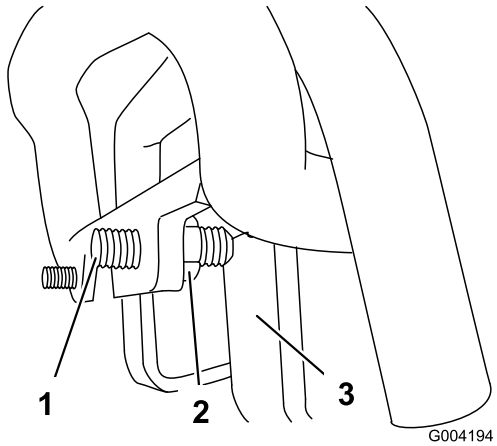

Figuur 57
3. Als de tractie-eenheid naar **links** afwijkt, draai dan de **rechter** contramoer los en stel de stelschroef op de voorzijde van de tractiebediening af (Figuur 57).
4. Als de tractie-eenheid naar **rechts** afwijkt, draai dan de **linker** contramoer los en stel de stelschroef op de voorzijde van de tractiebediening af (Figuur 57).